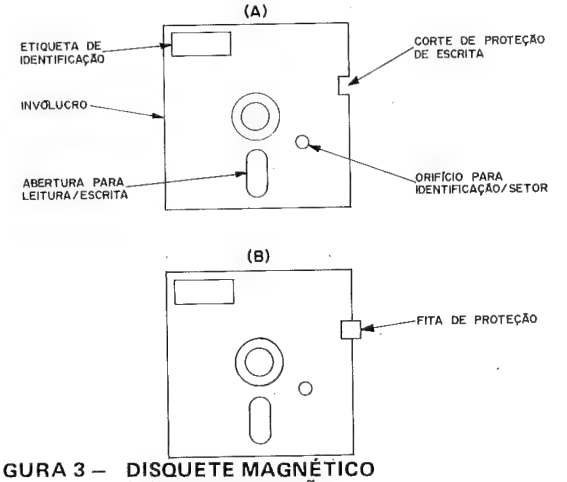

FIGURA 3 – DISQUETE MAGNÉTICO
Um disquete é uma folha plástica circular, revestida com uma camada de material ferro-magnético, estando permanentemente lacrada no interior de um invólucro protetor para prevenir dobra, envergadura, riscos e contaminação de objetos estranhos. Deve-se evitar o toque na porção plástica, manuseando-o pelo invólucro cuidadosamente. A figura 3(A) apresenta um disquete sem proteção para escrita e a figura 3(B) apresenta o disquete com proteção para escrita.